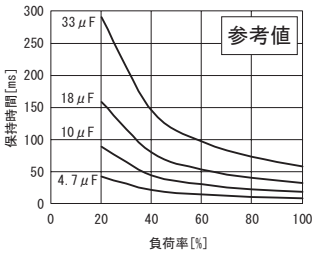
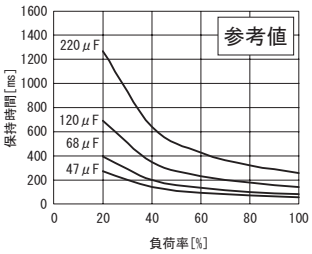

図3.1　TUHS3保持時間（AC100V）
図3.10　TUHS25保持時間（AC200V）
■入力電圧を平滑するために+BCと−BC間に、平滑コンデンサCbcを接続ください。推奨容量を表3.2に、負荷率と保持時間の関係を図3.1～図3.10に示します。